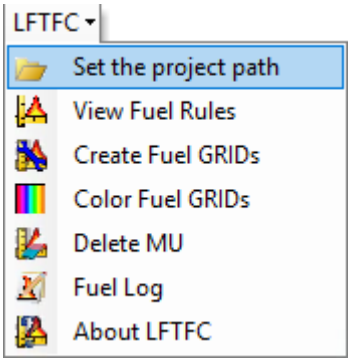

Figure 7-6. *Use the drop-down menu to select* ***Set the project path****.*
- To create a directory, click the drop-down menu on the LFTFC toolbar and select "**Set the project path**" (Figure 7-6).